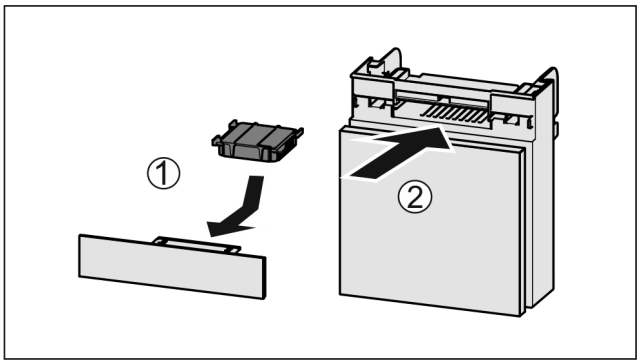

Fig. 133
▶ Anbring aktivkulfilteret som vis på billedet *Fig. 133 (1)*.
▶ Skub rummet ind *Fig. 133 (2)*.